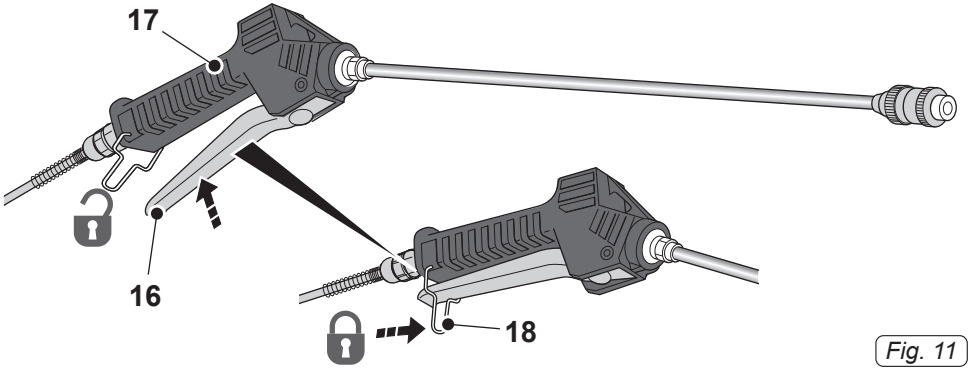

Fig. 11
- Нажмите на рычажок (16 Рис. 11) наконечника (17 рис. 11) и начните дезинфекцию поверхности.